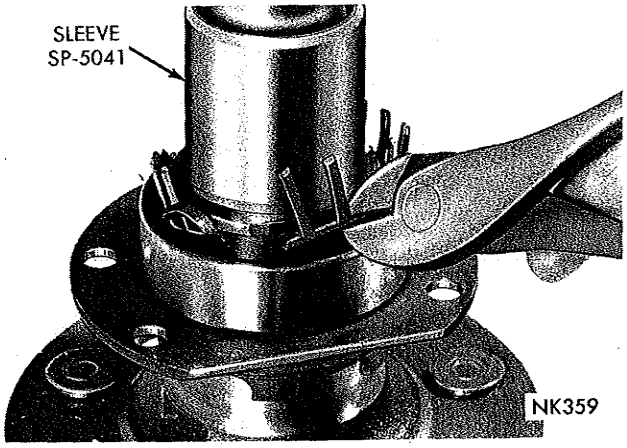

*Fig. 10—Cutting Out the Roller Bearing Retainer*
(4) Pull bearing roller retainer down as far as possible and cut with a pair of side cutters and remove (Fig. 10).